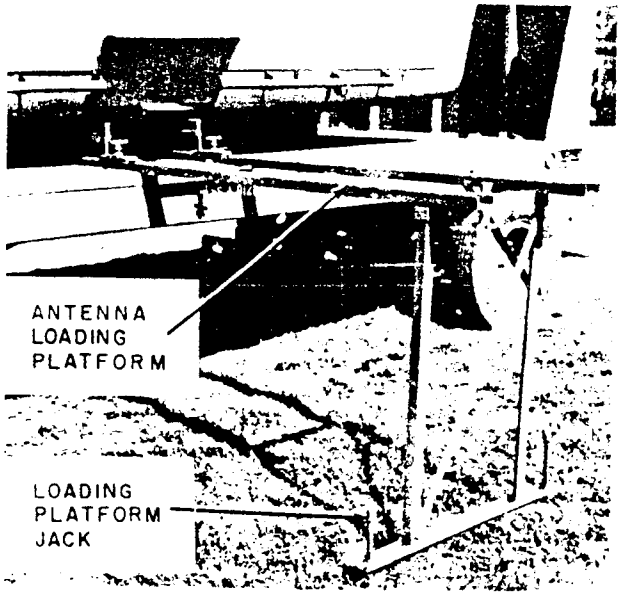

*Figure 197. Loading platform emplaced.*
**3** and **4** remove the antenna loading platform from the bed of the antenna trailer, unfold and lock the supporting legs in place, fasten the platform to the trailer, and level the loading platform (fig. 197).